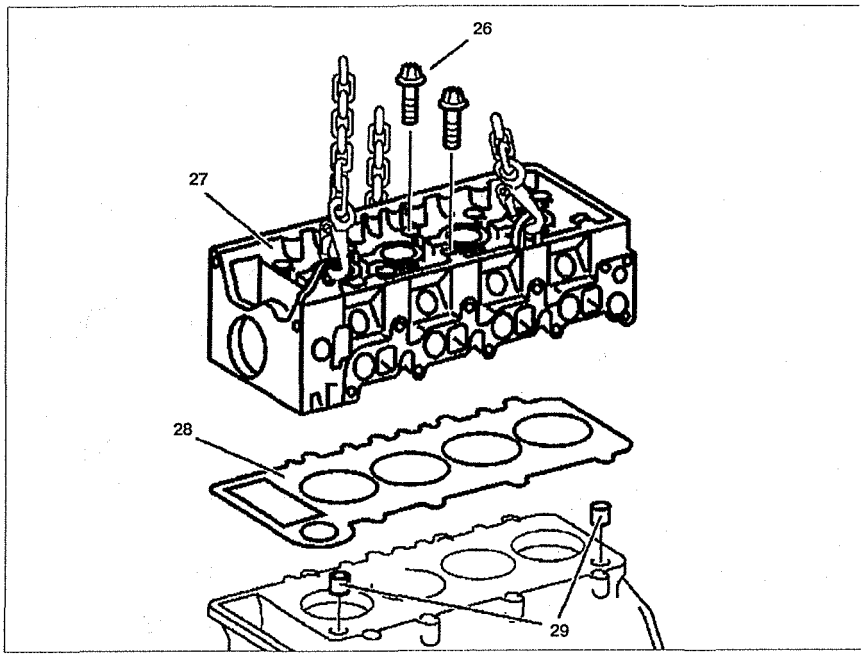

Рис. 5.28. Головка блока цилиндров:
24. Снимите головку блока цилиндров **27**. Для этого присоедините подъемник к проушинам, прикрепленным к головке блока цилиндров (см.рис.5.28).